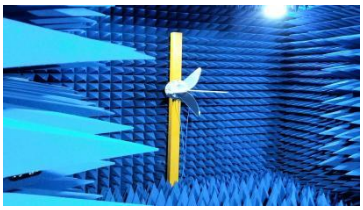

Figure.2
A. The 3D chamber provides less than -40dB reflectivity from 800MHz to 6GHz and a 40cm diameter spherical quiet zone. The measurement results are calibrated using both dipoles and standard gain horns (see figure. 2).